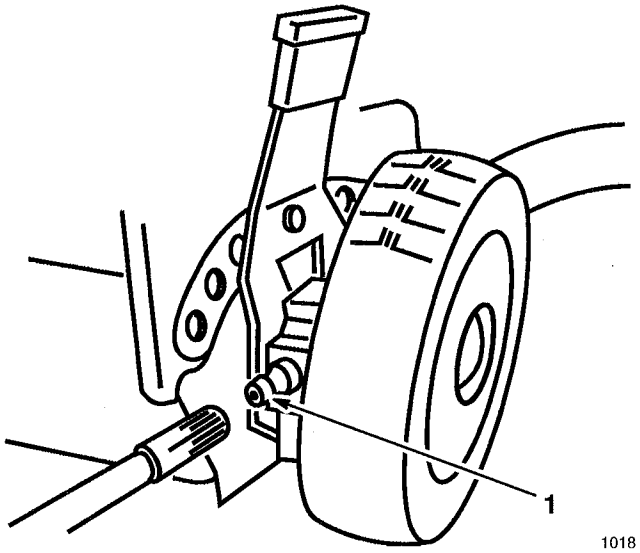

Figure 35
1. Wipe grease fittings on rear height-of-cut adjustors (Fig. 35) with a clean rag.